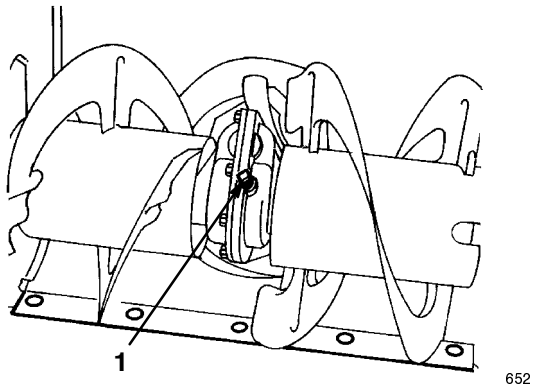

Figur 24
4. Skruva bort rörpluggen från växeln (figur 24)